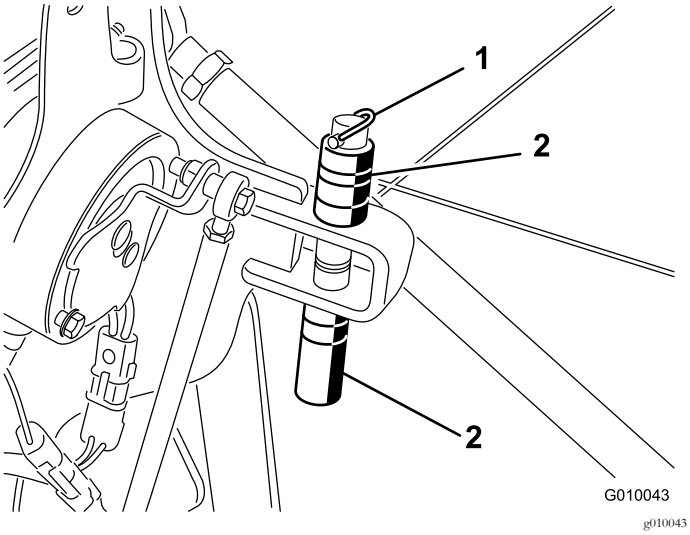

Figur 28
2. Fjern ringstiften, der fastholder afstandsstykker og dybdestifter (Figur 28).